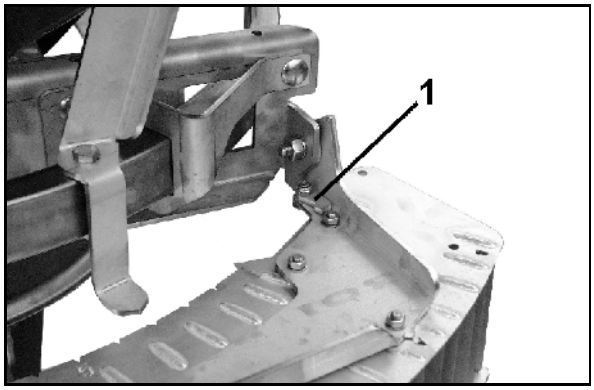

図 77
の設定は、テレスコープ型偏向板 (図 77/1) により、散布する肥料の種類と、圃場の縁からトラクターの最初の轍の間の距離に応じ、散布表の指示に基づいて行います。
1. 散布ディスクにあるテレスコープ型偏向板 (図 77/1) は、各蝶ナットを取り外した後、目盛り (図 77/2) の範囲で旋回させます。読み取りエッジ (図 77/3) の数値を読み取り、蝶ナットを再び締め付けます。
2. 偏向板の外側部品 (図 77/4) は、ナット (図 77/5) を外した後に目盛り (図 77/6) でより大きな値の文字に設定してください。目盛りの読み取りエッジ (図 77/7) において、偏向板外側部品の各位置を読み取ります。